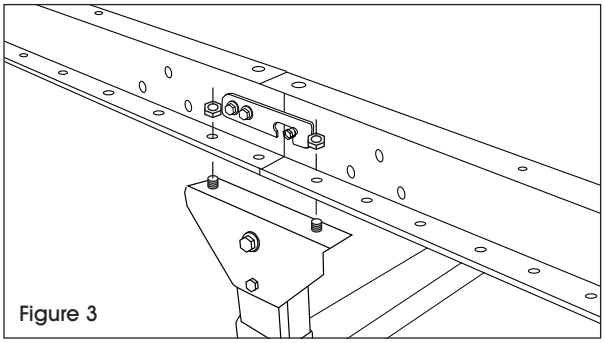

Figure 3
3. **Bolting a single H-Stand to two conveyor frames:** Position the H-Stand halfway between the ends of two conveyor frames, lining up one hole on each conveyor with the H-Stand. Fasten bolts through conveyors and H-Stand. (See Figure 3)